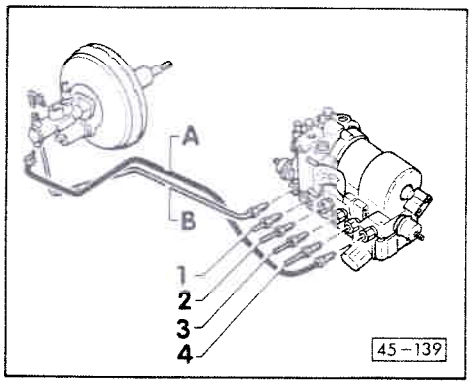

Fig. 2 **Conduites de frein : raccordement sur le maître-cylindre tandem et sur l'unité hydraulique pour ABS/EDS**
- ♦ Raccordement sur véhicules avec ABS/EDS => fig. 2